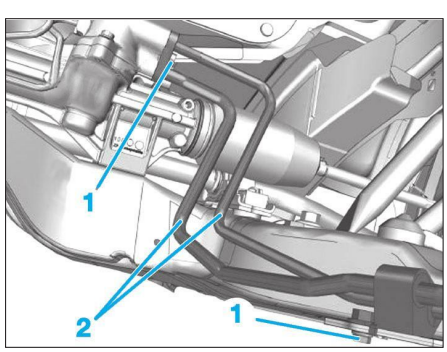

Fig. 18
• Déposer les vis de fixation (1) des canalisations de pression de direction assistée **(Fig.18)**.
• Désaccoupler les canalisations (2) de la valve distributive.